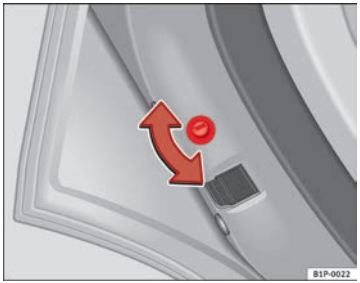
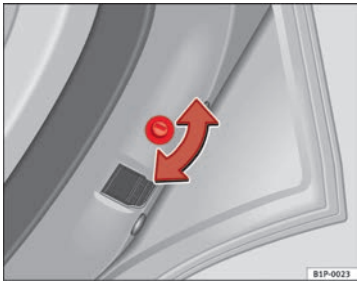

Fig. 59 Childproof lock on the left hand side door
Fig. 60 Childproof lock on the right hand side door
– With the door open, rotate the groove in the door using the ignition key, clockwise for the left hand side doors, and anticlockwise for the right hand side doors ⇒ Fig. 59 ⇒ Fig. 60.
– With the door open, rotate the groove in the door using the ignition key, clockwise for the right hand side doors, and anticlockwise for the left hand side doors ⇒ Fig. 59 ⇒ Fig. 60.